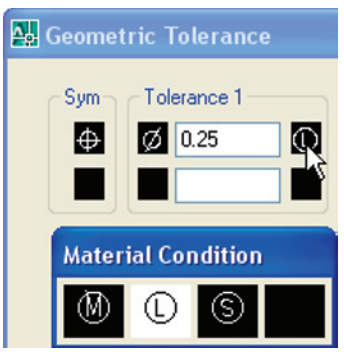

Fig. 6.28 The **Geometric Tolerance** dialog and the **Material Condition** sub-dialog
5. Still in the dialog *click* the left-hand black square under **Tolerance 1**. The **Material Condition** dialog appears (Fig. 6.28). *Click* **L**. The letter appears in the top right-hand square of the dialog.